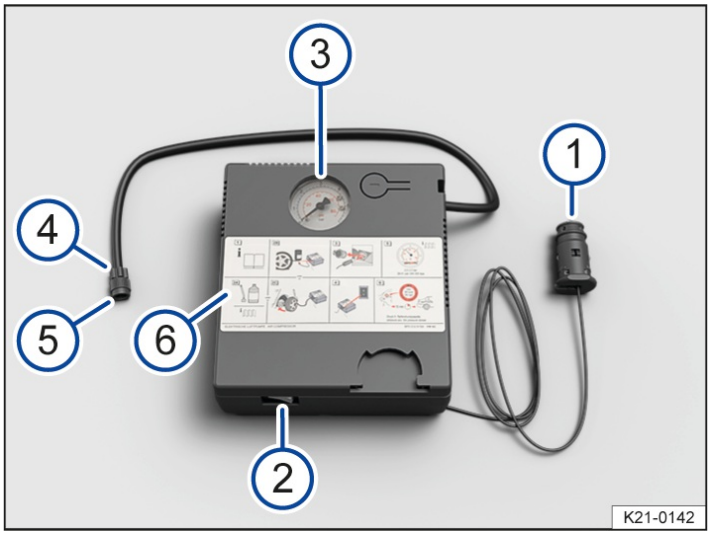

Fig. 2 Compressor in the breakdown set (illustration).
1. Screw the tyre filler hose → *Fig. 2* (5) of the compressor tightly onto the tyre valve.
2. Make sure that the air bleed screw → *Fig. 2* (4) is closed.
4. Insert the 12-volt plug → *Fig. 2* (1) into one of the vehicle's 12-volt sockets *(→ Sockets)*.
5. Switch on the compressor with the ON/OFF switch → *Fig. 2* (2).